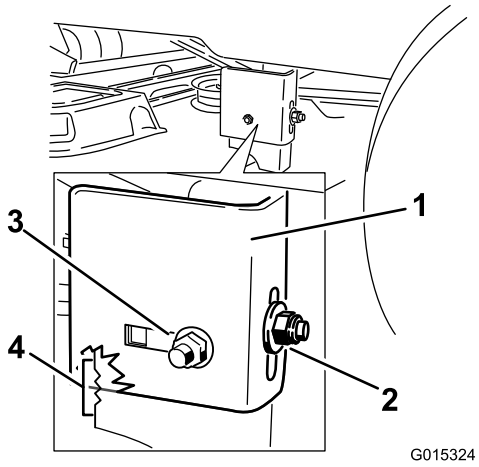
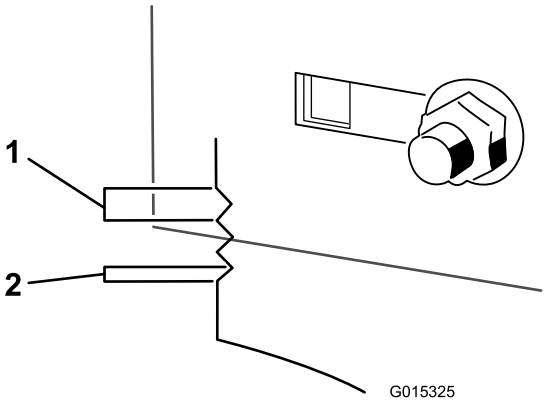

Figur 62
Figur 63
9. Løsn den bageste låsemøtrik på hængebeslaget (Figur 62).
10. Løsn sidelåsemøtrikken på hængebeslaget lige nok til, at hængebeslaget kan justeres (Figur 62). Brug hakkerne på det svejsede beslag til at vurdere justeringen. Overfladen af hvert hak svarer til 6,4 mm, mens en enkelt side er 3,2 mm (Figur 63). Indstil højden af plæneklipperskjoldet til den ønskede højde.
11. Stop skjoldet i den justerede position, og stram sidelåsemøtrikken på hængebeslaget for at fastholde skjoldet i den nye position (Figur 62). Tilspænd den bageste låsemøtrik på hængebeslaget.